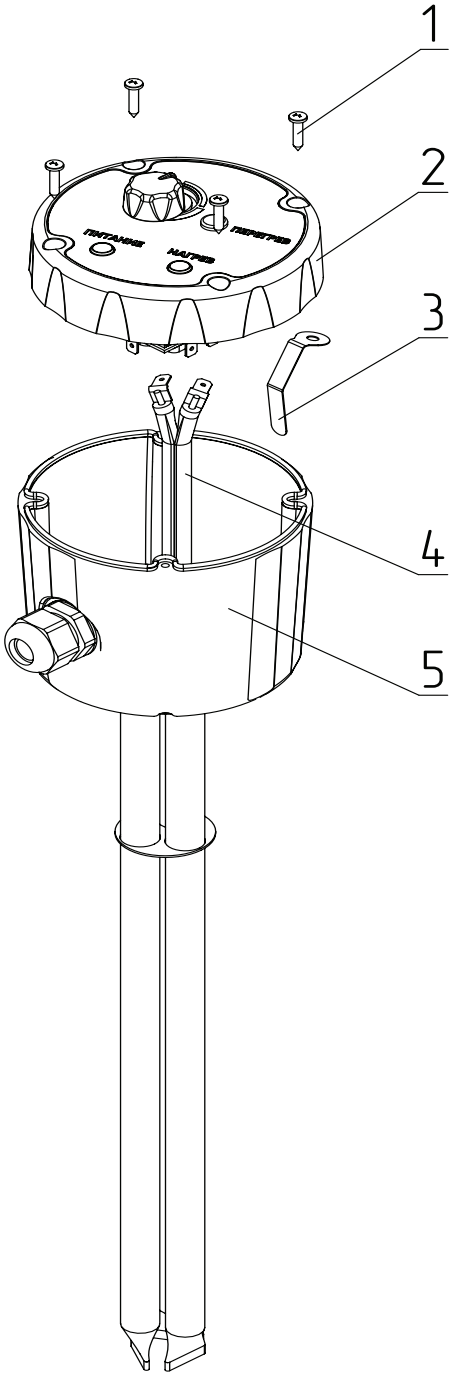

Рис.8 Демонтаж / Сборка ТЭНБ «сухого» с термостатом 3,6 кВт
- Открутить саморезы (**Рис.8, поз.1**);
- Снять крышку (**Рис.8 поз.2**);
- Отсоединить провода у сухого ТЭН (**Рис.8, поз.4**);
- Придерживая ТЭНБ за основание (**Рис.8, поз.5**), аккуратно вытащить ТЭН (**Рис.8, поз.4**).
- Вставить в отверстие колбы ТЭНБ фиксатор (**Рис.8, поз.3**);
- Вставить в это отверстие сухой ТЭН (**Рис.8, поз.4**);
- Закрыть крышку (**Рис.8, поз.2**);
- Закрутить саморезы (**Рис.8, поз.1**).